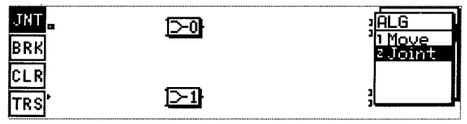

Fig.7
7. Using the cursor key, position the cursor at "JNT" and press CONTROL key. (See Fig.7. P6)
7．カーソルを JNT に合わせ，CONTROL キーを押す。(Fig.7.P6)